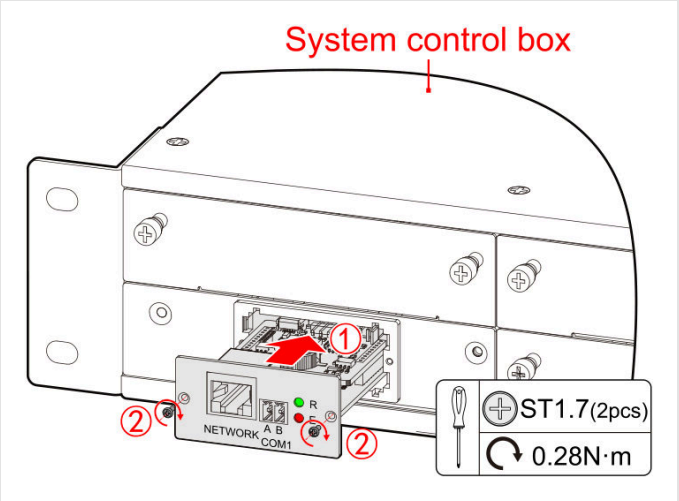

FIGURE 4-23 Fit the SNMP-L card (2 screws)
2. Slide the SNMP-L card into the slot, NETWORK port facing out, until it is seated, and fix it with its two screws (2.5 lb-in / 0.28 N·m) (Figure 4-23).